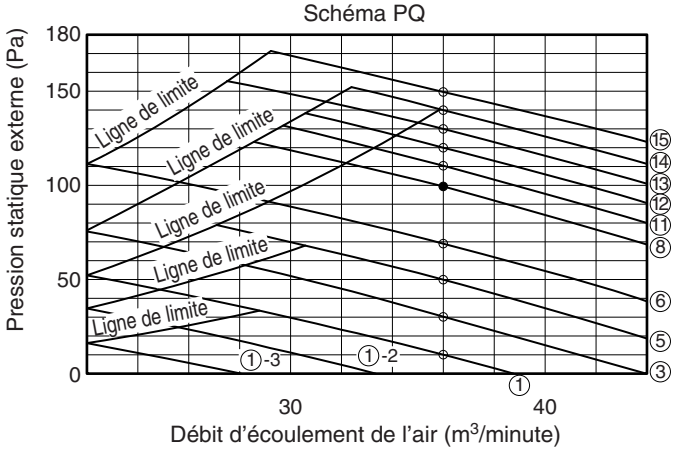

Fig. 8-2
(2) La vérification du fonctionnement se termine au bout de 3 minutes si les réglages ont été effectués correctement. Si les réglage sont hors de la plage, ils seront modifiés (maximum 30 minutes). Si 31 minutes s'écoulent sans résultat, vérifiez si la vitesse d'écoulement d'air est réglée sur "H" ou non.
(3) Reportez-vous au tableau 8-2 et à la figure 8-2 pour en savoir plus sur la relation entre la valeur "b0" du code de l'élément et la pression statique externe.
(4) En cas de réglage avec la commande de groupe (raccordement de plusieurs unités intérieures avec une télécommande câblée), réglez chaque unité intérieure sur le code d'élément "b0".
- **Veillez à vérifier que la pression statique externe se trouve dans la plage d'utilisation, puis procédez au réglage. Sinon, un débit d'écoulement d'air faible et une fuite d'eau se produiront. Reportez-vous à la fig. 8-2 pour connaître la plage de réglage de la pression statique externe.**
3. Court-circuitez la broche de court-circuit applicable conformément à la broche de court-circuit connectée (Fig. 8-2).
4. Appuyez sur les touches [▲]/[▼] pour l'heure pour modifier les valeurs des données réglées. Reportez-vous au tableau 8-2 et à la figure 8-2 et sélectionnez une valeur comprise entre "0001" et "0015". Sélectionnez "-002" si le réglage automatique du débit d'écoulement de l'air est activé.